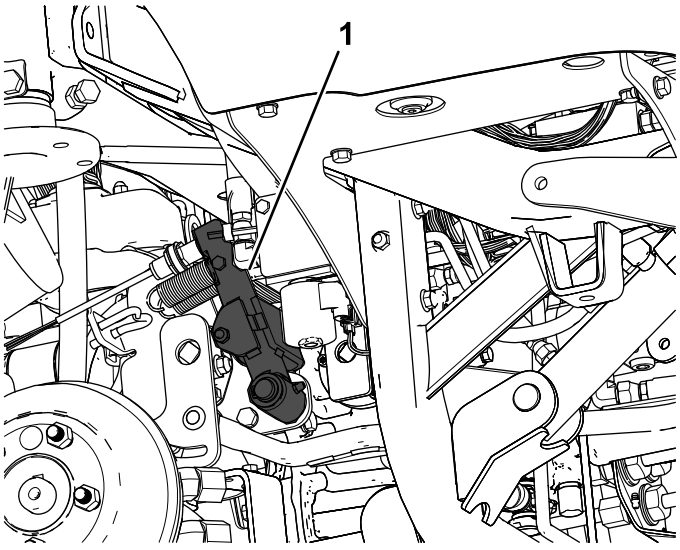
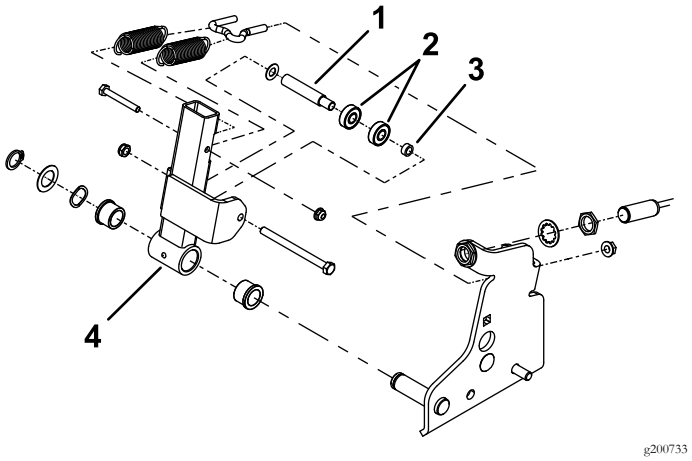

**Bild 1**
**Bild 2**
5. Ermitteln und entfernen Sie den vorhandenen Neutralarm (Bild 1 und Bild 2).
8. Montieren Sie den Neutralarm in der Maschine (Bild 2).